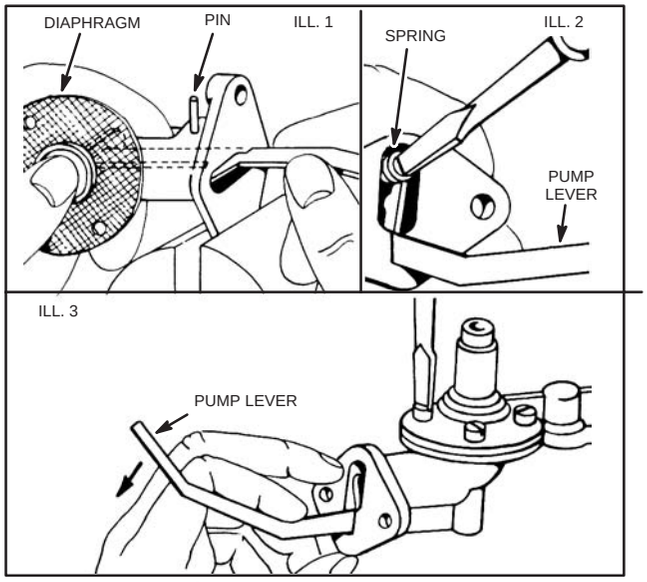

Fig. 307 – FUEL PUMP
Remove pump from cylinder and then remove four (4) screw to separate pump head from pump body, Fig. 307, Ill. 3.
With a narrow punch, drive lever pin out until pump lever is loose, Fig. 307, Ill. 1. Pin may than be driven in either direction, but need not be removed entirely. Remove old diaphragm, but leave diaphragm spring in pump body.
Place new diaphragm into pump body with the slot in shaft at right angles to the pump lever. Diaphragm spring should fit into the cup under the diaphragm. without the lever spring, insert the pump lever into body holding the diaphragm down. Fit the hook at the end of lever into the slot in diaphragm shaft, Fig. 307, Ill. 1.
Align holes in lever and body, then drive lever pin into place. Place lever spring into body with inner end of spring over the projection in pump body, then use a screw driver to force outer end of spring into body until it slips over projection on lever, Fig. 307, Ill. 2. Place pump head on body and partially insert the four (4) screws. Press pump lever down as far as possible and tighten the four (4) screws securely, Fig. 307, Ill. 3.